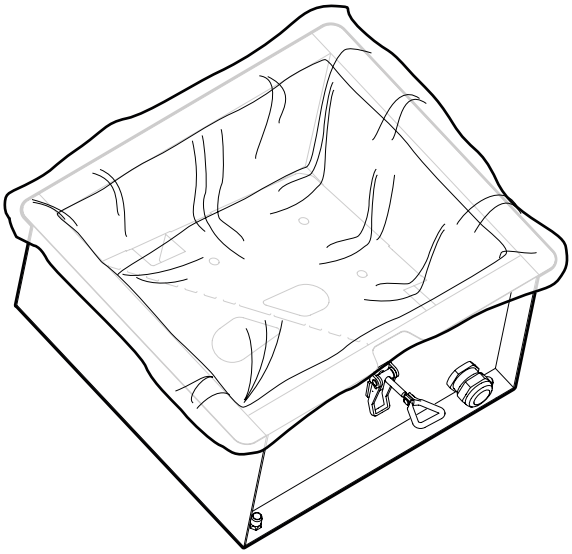

Fig. 28
6. Coloque correctamente una nueva bolsa de polvo CMF PSW3 en el recipiente de polvo (**Fig. 28**).